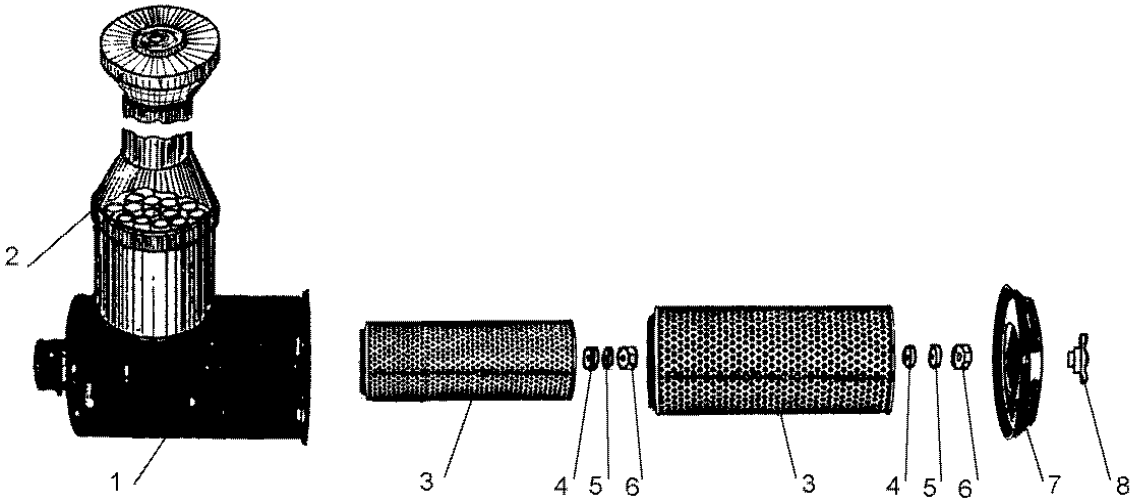

Рис. 65 Воздухоочиститель
Обслуживание фильтроэлементов (кассет) воздухоочистителя производите при срабатывании сигнализатора засорённости. Для демонтажа фильтров 3 (рис. 65) необходимо отвернуть гайку - барашек 8, снять крышку 7 и последовательно отвернув гайки 6 вынуть их из корпуса воздухоочистителя.
– каждую кассету 3 (рис. 65) установить в корпус воздухоочистителя до упора;
КАТЕГОРИЧЕСКИ ЗАПРЕЩАЕТСЯ работать с засорённой или обледенелой сеткой крышки воздухозаборной трубы (рис. 65) и без свободного выхода газов из выхлопной трубы, так как это приводит к попаданию выхлопных газов через трубу отсоса пыли к кассетам воздухоочистителя.